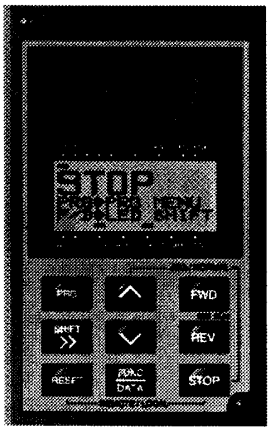

Fig. 3-1-2
② Check for short-circuits and ground faults between the terminals and live sections.
③ Check for loose terminals, connectors, or screws .
④ Check that the motor is separated from mechanical equipment.
⑤ Turn off switches before turning power to ensure that the inverter will not start or operate abnormally at power-on.
⑥ Check the following after power-on:
a. Check that no alarm message is displayed on the keypad panel (see Figure 3-1-2).